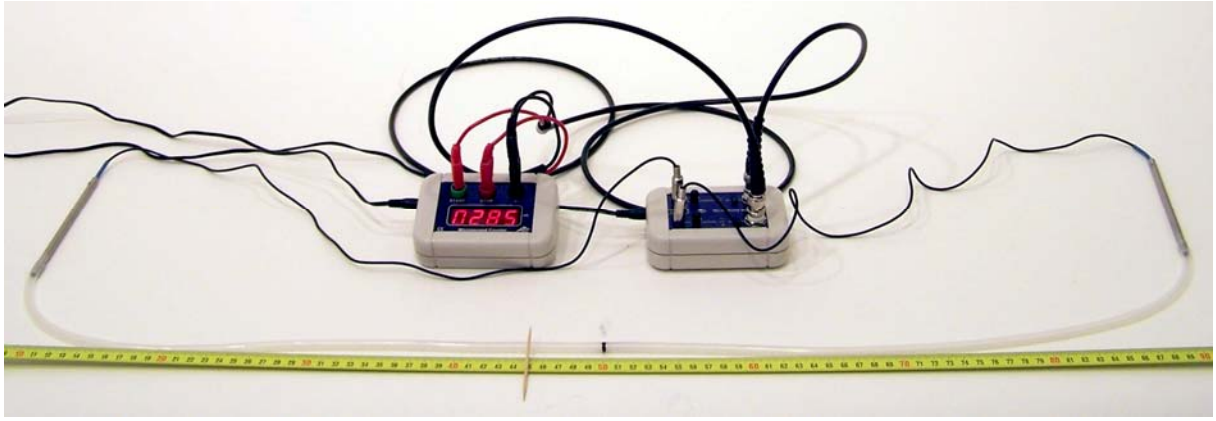

Fig. 1: Messung der Laufzeitdifferenz zu zwei Mikrofonsonden mit dem Mikrosekundenzähler.
- Mikrofonsonden jeweils ca. 1,5 cm in die Enden des 1 m langen Schlauchs einführen und zusammen mit dem Maßstab so platzieren, dass die markierte Mitte des Schlauchs mit der 50 cm-Marke des Maßstabs übereinstimmt (Fig. 1).